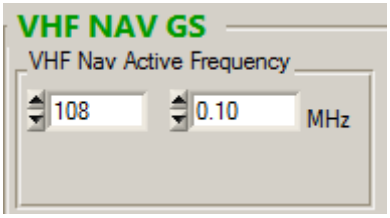

Figure 13 Tuning NAV Frequency
3) Connect a 108.100 MHz signal with 1 KHz 30% AM RF Level -108dBm from the signal generator to the NAV antenna port. Adjust the radio to Channel 108.100 MHz (Figure 13). Monitor SINAD of the NAV audio on the audio analyzer, reading should be more than 6dB.